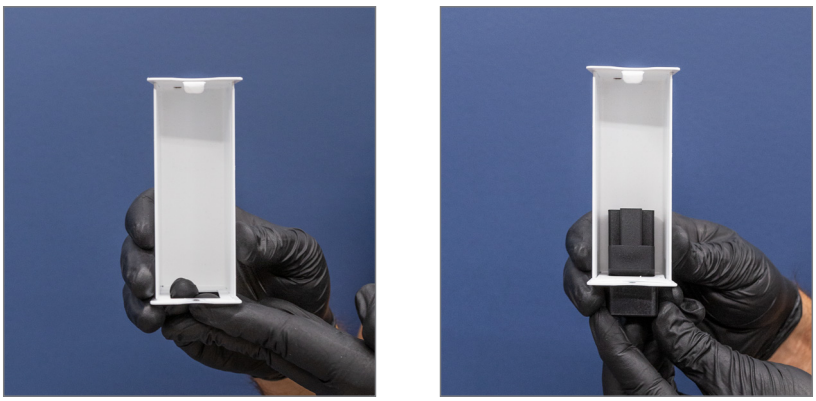

Figure 1
1. Insert the C14 CONVERTER from the bottom of the ENCLOSURE all the way inside then slides the STOPPER plate into the ENCLOSURE bottom slot to stop the C14 CONVERTER slide down. **(Figure 1)**